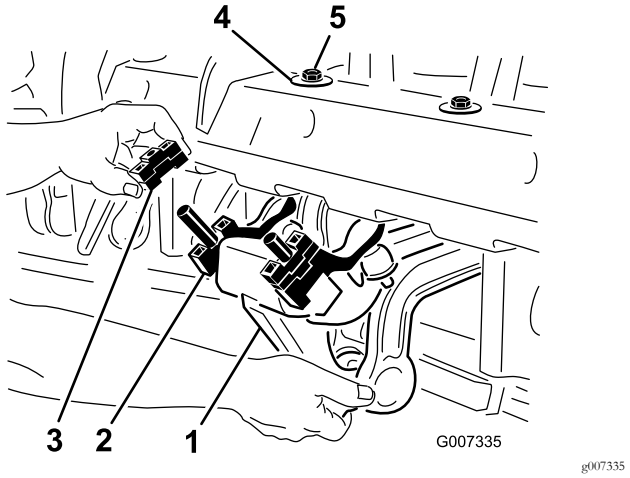

**Figur 26**
1. Fjern de 2 låsemøtrikker på 1/2 tomme, der fastgør Rotalink-enhedens dæmper til undersiden af kernehovedrammen (Figur 26).
2. Sænk dæmperenheden, så afstandsbøsningerne kommer til syne (Figur 26).
4. Monter dæmpeenheden på kernehovedrammen igen. Sørg for, at D-spændeskiven monteres mod kernehovedrammen som vist i Figur 26. Fastgør de 2 låsemøtrikker.